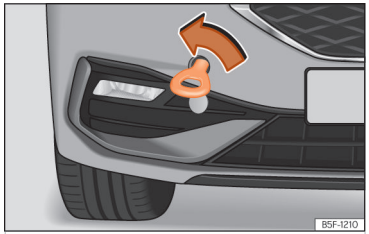

**Fig. 213** Right side of the front bumper: towline anchorage screwed in.
- Screw the towing eye in the housing by turning it to the maximum **anticlockwise** ››› Fig. 213 , ››› ⓘ. Use a suitable object that can completely and securely tighten the towing eye in its housing.